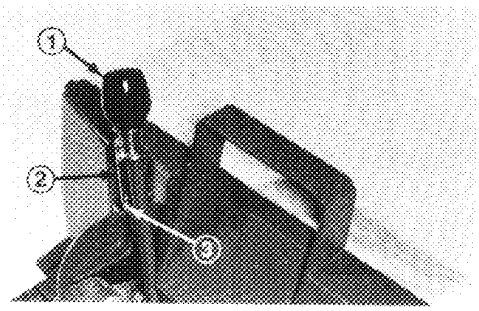

Figure 18
4. Squeeze lockout lever until it clears the bag latch. Then move handle rearward until it locks in notch at rear of bag latch (Fig. 18). The chute door in mower housing is now open, and mower is ready to bag grass.